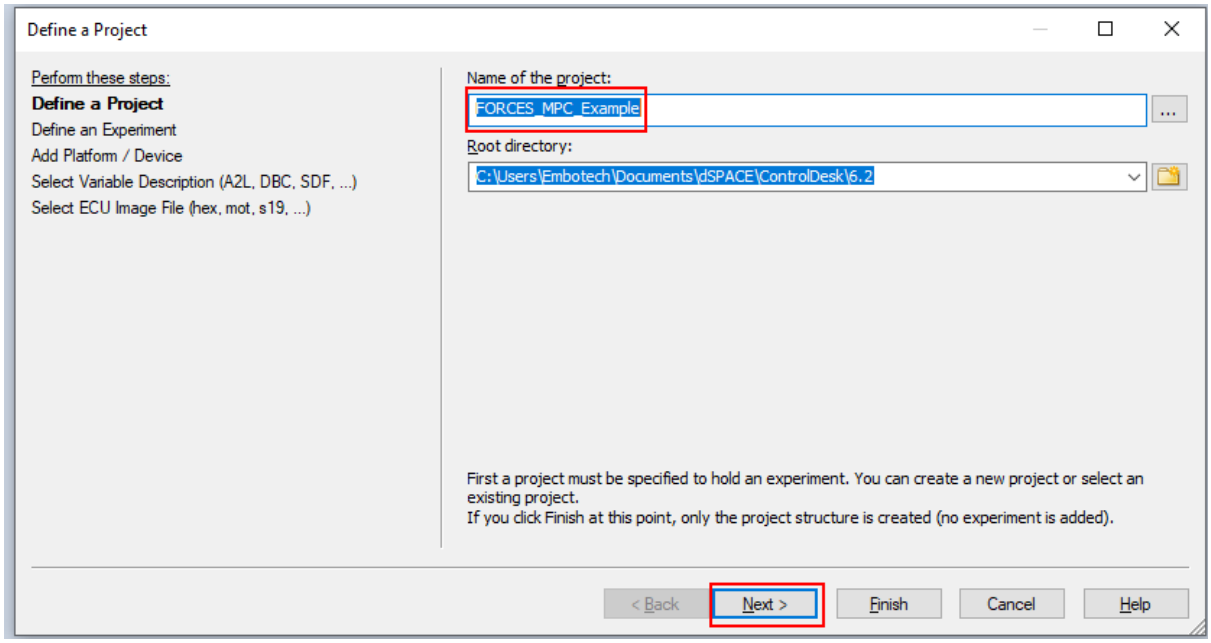
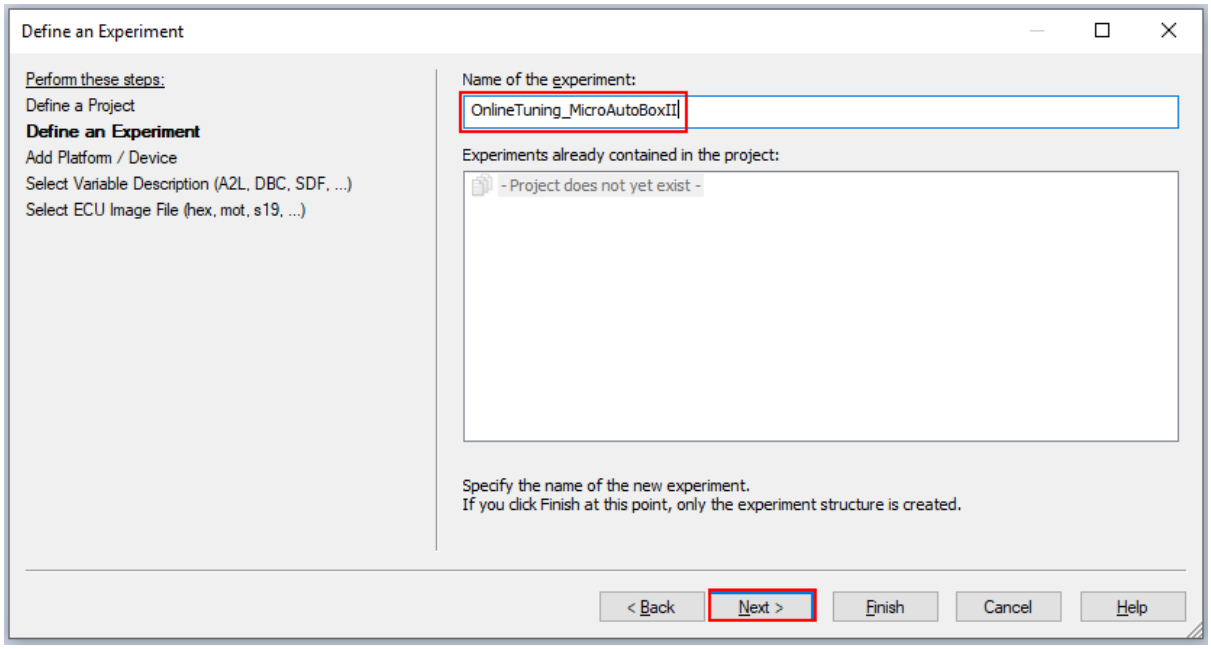

Figure 4.9: Name your project
Figure 4.10: Name your experiment
7) Name the project and the experiment (see Figure 4.9 and Figure 4.10).